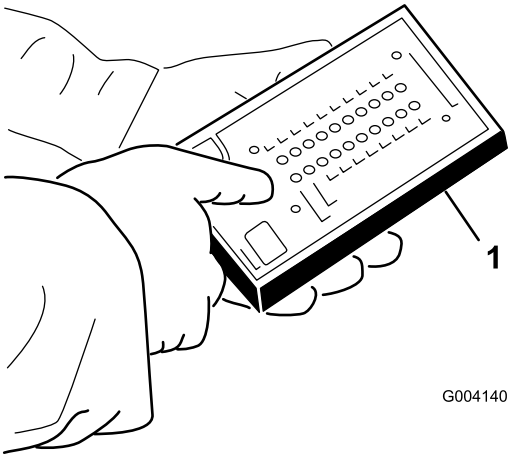

Figur 37
5. Koble diagnostikkinstrumentet ACEs displaykonnektor til ledningsfastspenneren (Figur 37).